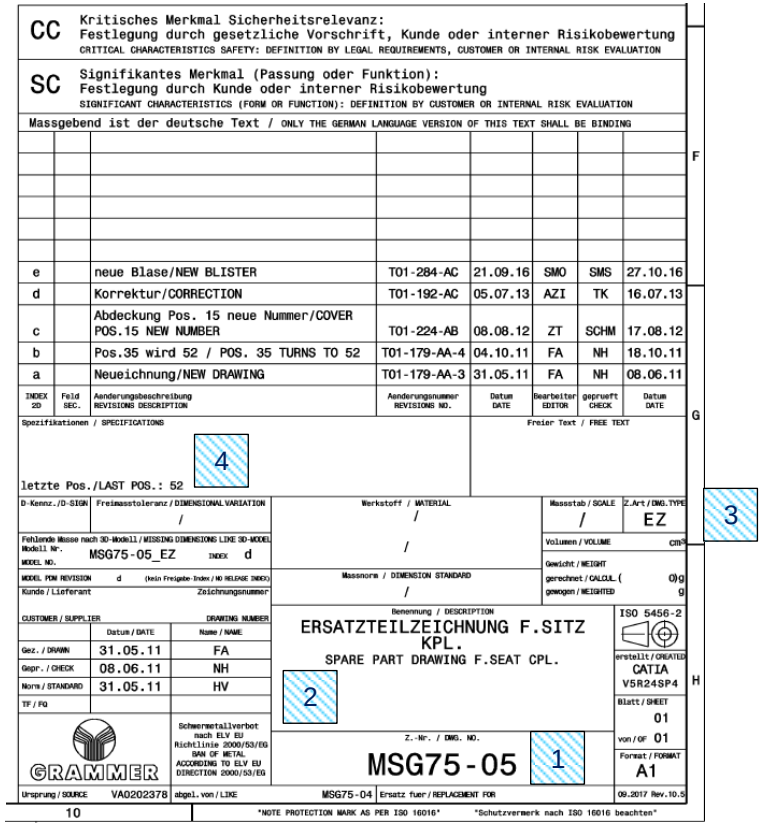

Bild 2.10.1
- Die Zeichnungsnummer wird sowohl im Zeichnungsschriftkopf (siehe auch Bild 2.1.3 3 *Kapitel 2.1.0)* als auch im Schriftkopf für den Bildteil (siehe Bild 2.10.1 1 Kapitel 2.10) eingetragen.